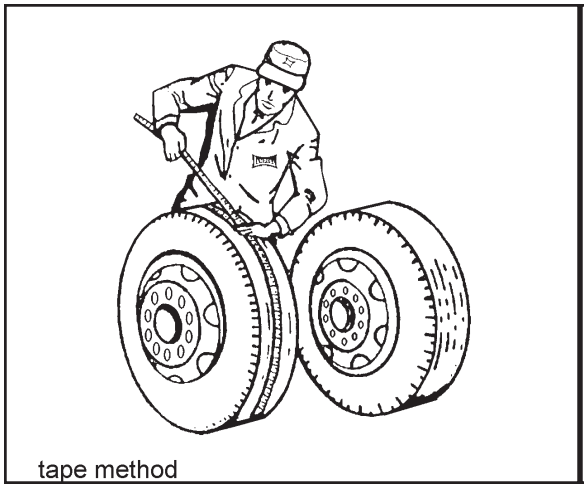

Figure 4-17 Measuring Tape Method
a. **Tape Measuring Method**: Measure around each tire on the tread surface. A maximum difference of 3/4" is allowed between the two mating tires of a dual **(See Figure 4-17).**